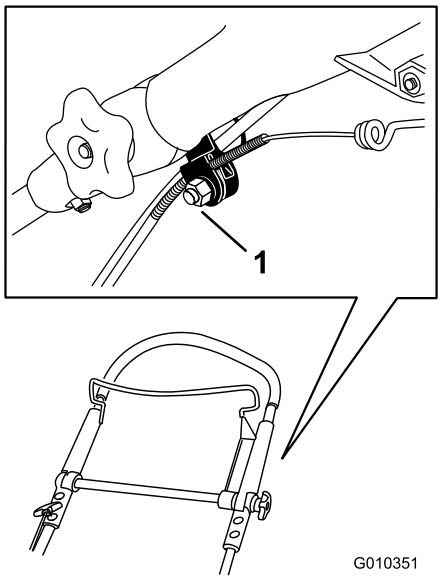

Figur 36
1. Lossa muttern på kabelfästet (Figur 36).